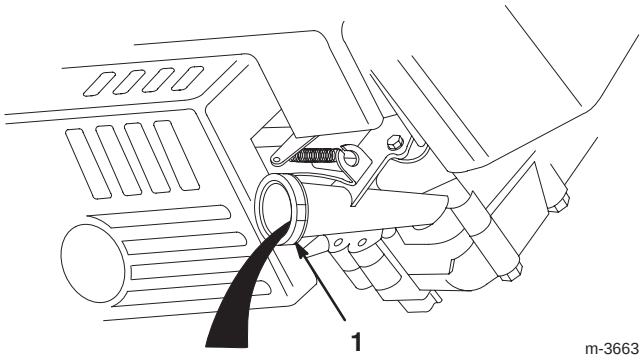

Abbildung 20
5. Den Rasenmäher auf die **linke** Seite kippen und das Öl in die Auffangschale ablaufen lassen (Abb. 20).